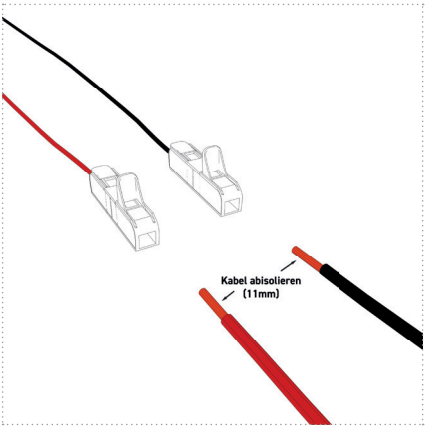

Abbildung: 20
2. Isolieren Sie die bordseitigen Anschlusskabel 11 mm ab (Abbildung 20).
3. Schließen Sie anhand *Tabelle 17 +18* die 2 Kabel (Spannungsversorgung und Signal) der UV-Einheit mittels den im Lieferumfang enthaltenen Verbindungsklemmen an die Spannungsversorgung u. Pumpe an (*Abbildung 20+21*).